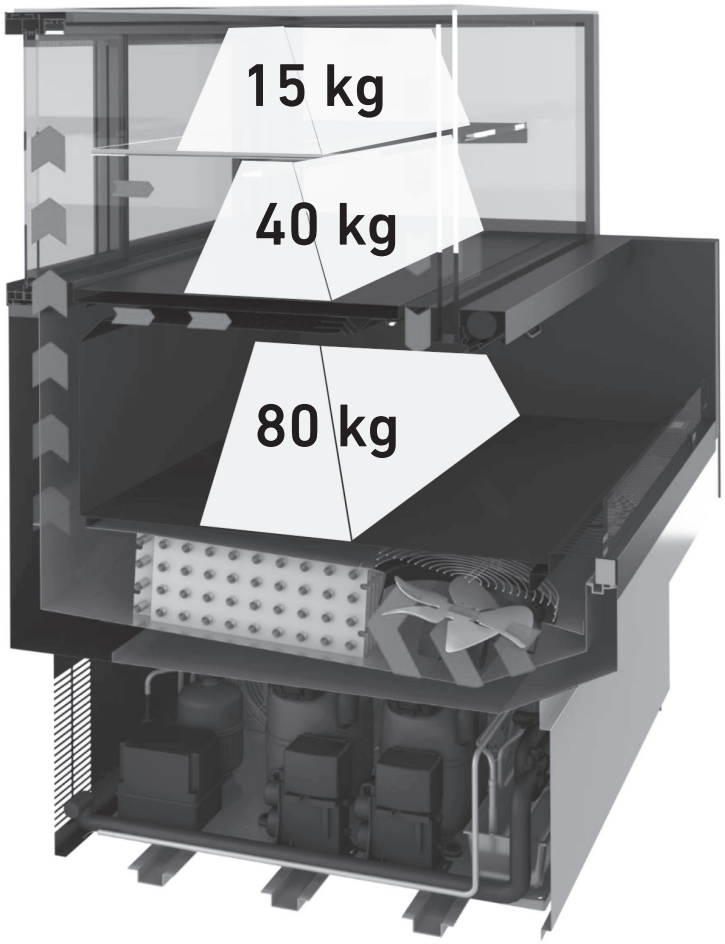

fig. 7
- arrange the product evenly, avoiding empty areas (fig. 7)
## 5.1 Maximum load (fig.7)